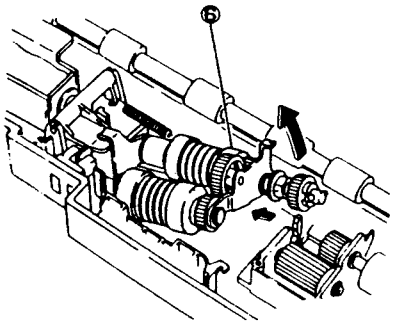

Рис. 2 NZM-0168
⑥. (Рис. 2): Снимите узел роликов.